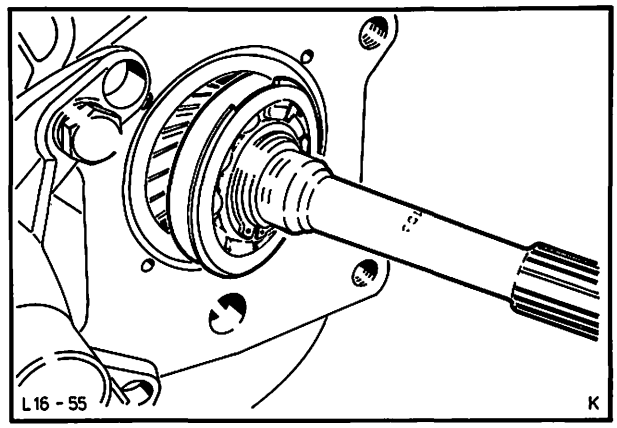

Abb. 70 Antriebswelle ins Gehäuse schieben
45. Antriebswelle mit Kugellager so weit in das Getriebegehäuse einschieben, bis der Sicherungsring außen am Gehäuse anliegt, Abb. 70.